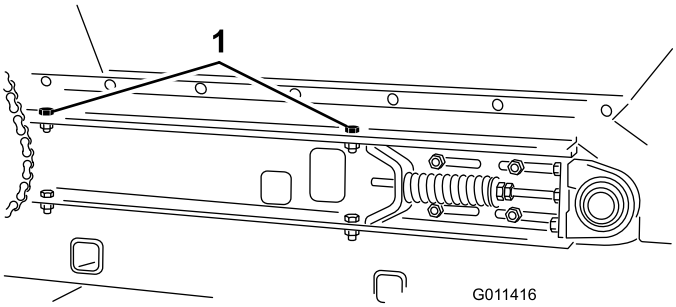

Figur 32
4. Fjern (2) hodeskruer, skivene og mutteren på hver side av maskinen som fester beholderen til skyveplanet (Figur 32).